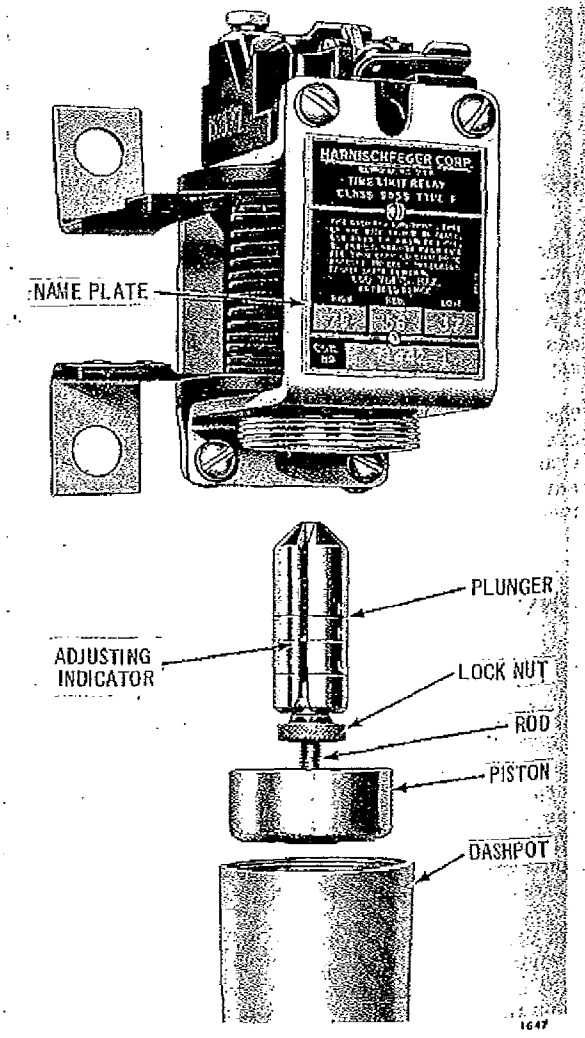

Figure 5-3. Magnetic Overload Relay (Time Limit Type)
The plunger (Figures 5-3 and 5-4) of each relay is stamped L, M, and H (low, medium, and high). The nameplate lists the amperage values which corresponds to the plunger markings.
1. Unscrew the dash pot and remove the plunger and piston assembly. See Figure 5-3.